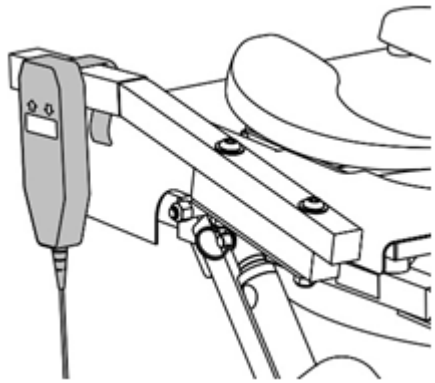

FIG. 25
9.4 For convenient storage and access, hang the handheld control onto the TILT handle (FIG. 25).